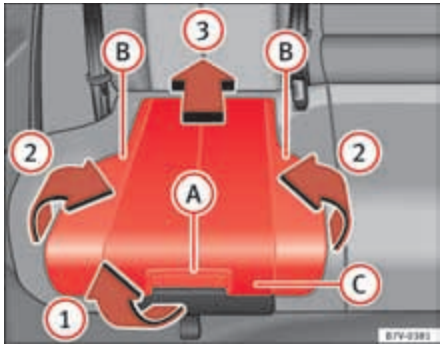

Fig. 30 Integrated child seats. lift up the cushion.
- Pull the unlock lever ⇒ fig. 30 (A) on the cushion in the direction of the arrow ⇒ fig. 30 (1).
- Fold both sides ⇒ page 53, fig. 30 (B) up in the direction of the arrow ⇒ page 53, fig. 30 (2).
- Push the cushion ⇒ page 53, fig. 30 (C) back in the direction of the arrow ⇒ page 53, fig. 30 (3) until it engages.